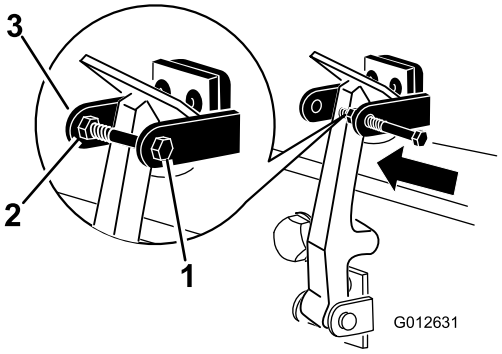

**Figur 9**
7. Skruva i skruven i den andra armen på motorhuvens låsfäste för att låsa spärren på plats (Figur 9). Dra åt skruven ordentligt, men dra inte åt muttern.